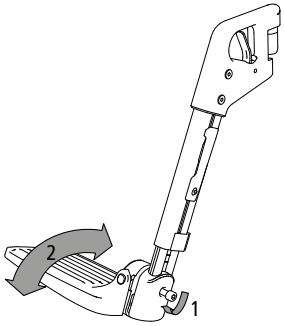

fig. 33
2. Dévisser la vis hexagonale et tirer la palette repose-pied légèrement vers l'intérieur jusqu'à ce qu'elle soit débloquée (1, fig. 33).
3. Régler l'angle souhaité (2, fig. 33) et resserrer la vis hexagonale fixement.